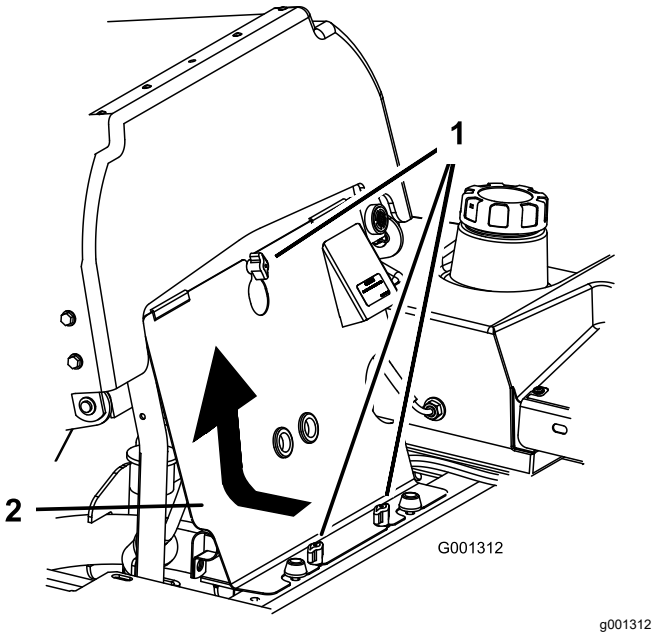

Figur 66
1. Tippa sätet framåt och demontera den främre motorkåpan (Figur 66).